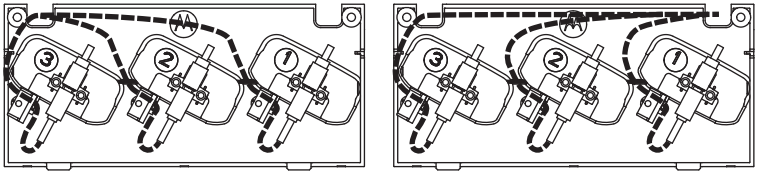

Рис. 12. Вставьте кабель USB в клеммы в зависимости от места питания кабеля.
3. Подключите кабель для программирования к соединительному разъему USB в нижней части зарядного разъема и вставьте кабели в клеммы, как показано на Рис. 12.